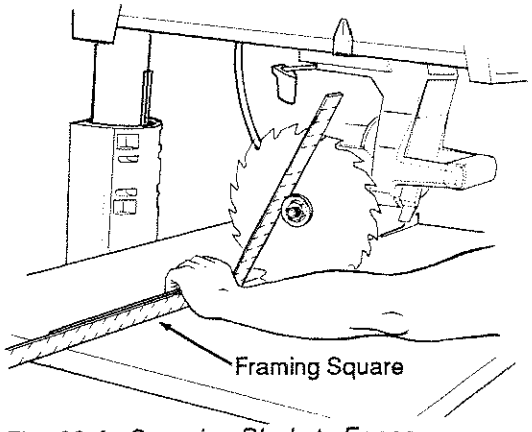

Fig. 60-A - Squaring Blade to Fence
1. Put the *radial arm* in the 0° miter position with the *blade* just in front of the *fence.* (Figure 60-A)